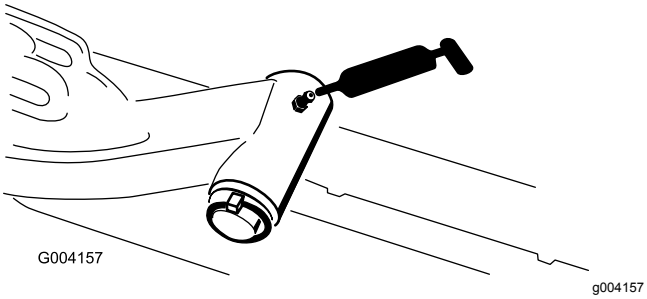

Figure 46
- Axe de pivot des bras de relevage (1 chacun) (Figure 46)